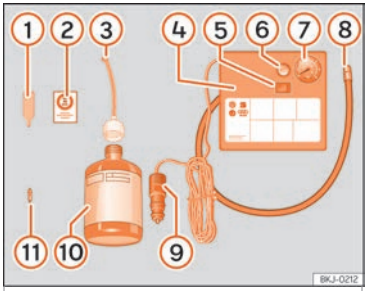

Fig. 32 Représentation standard : contenu du kit anticrevaison.
Le kit anticrevaison se trouve dans le coffre à bagages, sous le revêtement de plancher. Il inclut les composants suivants ››› **fig. 32** :
- Dévissez le capuchon et l'obus de la valve du pneu. Utilisez l'appareil ››› **fig. 32** (1) pour extraire l'obus. Placez-le sur une surface propre.
- Agitez fortement la bouteille de produit de colmatage des pneus ››› **fig. 32** (10).
- Vissez le tuyau de gonflage ››› **fig. 32** (3) sur la bouteille de produit de colmatage. Le plombage du goulot de la bouteille est automatiquement percé.
- Retirez le bouchon du tuyau de remplissage ››› fig. 32 ③, puis vissez l'extrémité ouverte du tuyau sur la valve du pneu.
- Placez de nouveau l'obus de valve sur la valve du pneu avec l'outil ››› fig. 32 ①.
- Vissez le tuyau de gonflage du pneu du compresseur ››› fig. 32 ⑧ sur la valve du pneu.
- Vérifiez si la vis d'évacuation d'air est serrée ››› fig. 32 ⑥.
- Branchez le connecteur ››› fig. 32 ⑨ à une prise de courant de 12 volts du véhicule ››› page 171.
- Raccordez le compresseur d'air au commutateur ON/OFF ››› fig. 32 ⑤.
- Collez l'autocollant ››› fig. 32 ② sur le combiné d'instruments, dans le champ de vision du conducteur.
Revissez le tuyau de gonflage ››› fig. 32 ⑤ et vérifiez la pression du manomètre ⑥.